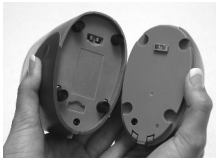

Fig. 5
2) Attach the compressor and battery pack making sure that the battery terminals meet, *Fig. 5*. The two components should snap together into place. Check that the compressor and battery pack are securely connected.